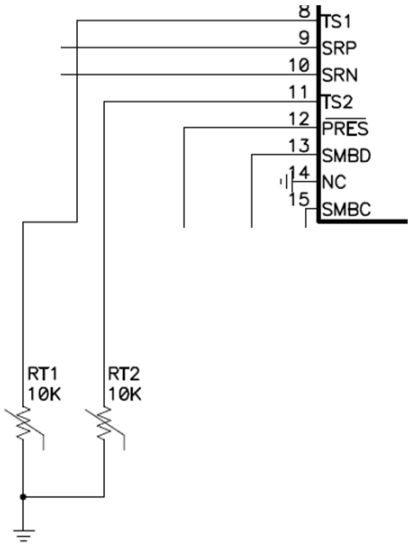

Figure 18. Thermistor Drive
For the bq3055 device, TS1 and TS2 provide thermistor drive-under program control (Figure 18). Each pin can be enabled with an integrated 18-kΩ (typical) linearization pullup resistor to support the use of a 10-kΩ at 25°C (103) NTC external thermistor, such as a Mitsubishi BN35-3H103. The reference design includes two 10-kΩ thermistors: RT1 and RT2.